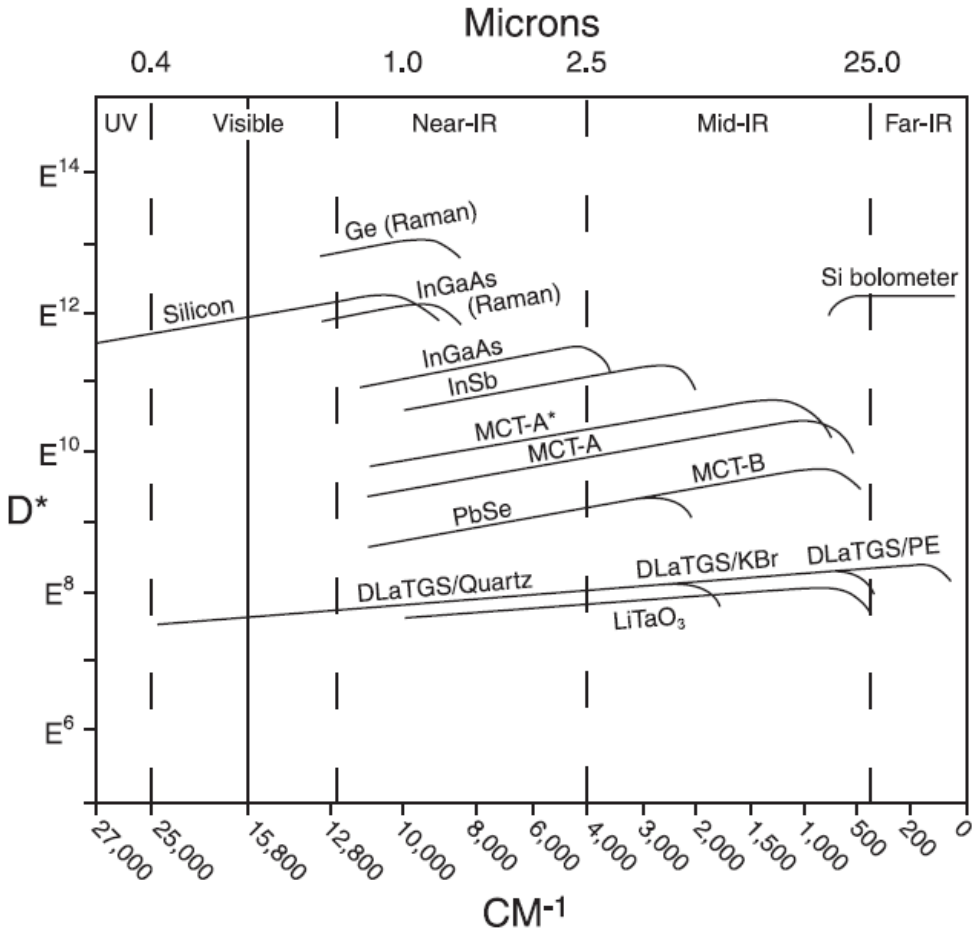

Fig. 1: Sensitivity of different photodetectors. MCT-A is used in the 8D system. The top axis plots the response as a function of wavelength (µm).
- **Photodetector:** MCT-A photodetector, detection range according to the user manual is **450 - 11700 cm^{-1}** (**854 nm – 20 µm**) as shown in Fig. 1.